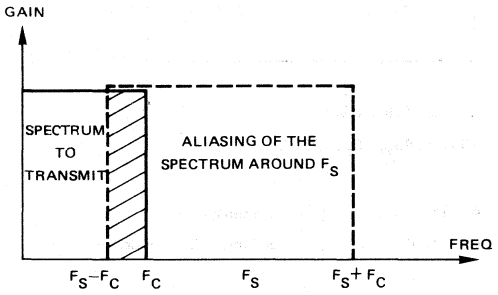

FIGURE 8
N.B) If Fs/Fc < 2 (figure 8), the spectrum to transmit and the spectrum aliased have a part in common and it becomes impossible to share the useful signals from the undesirable signals.